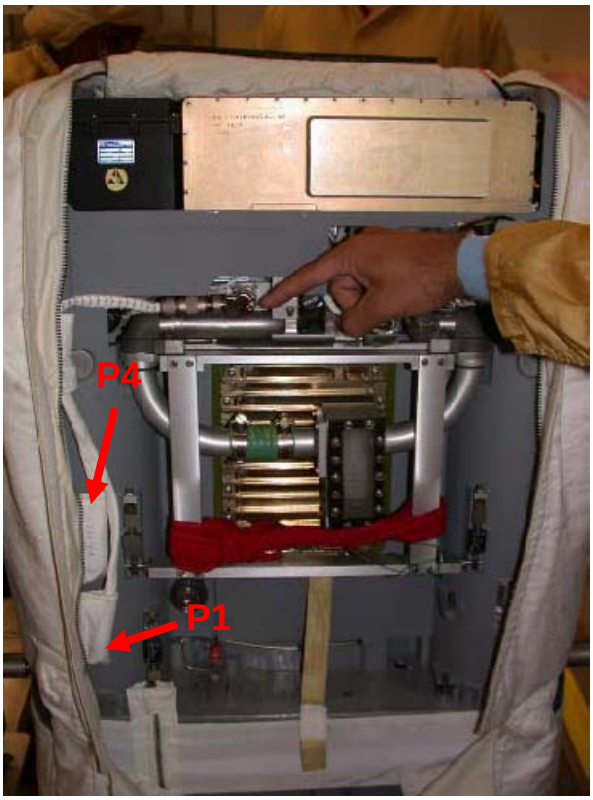

Figure 3.– Locations of P1 and P4 Connectors.
9. Locate EMU Power Harness P1 connector, reference Figure 3 below.
14. Locate P4 connector of EMUPH, reference Figure 3.